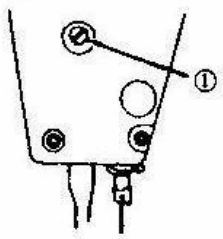

Рис. 21
15. РЕГУЛИРОВКА ВЫСОТЫ СТЕРЖНЯ ЛАПКИ (Рис. 21)